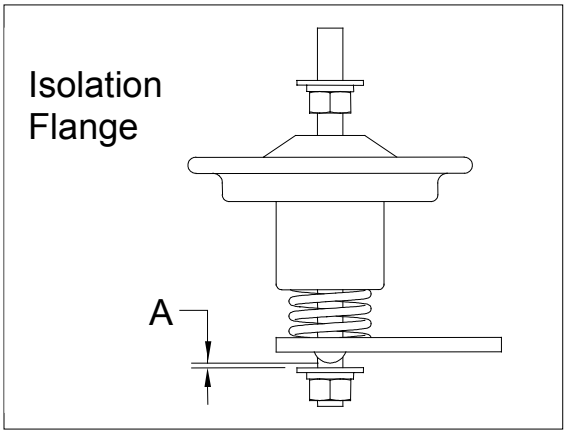

**Figure 13 - Gap Measurement**
To determine electrode wear, measure the distance between the lever and washer in the closed (ON) state, as shown in Figure 13. This dimension is called the “wipe”. If the 1.0mm contact wear gauge cannot be inserted, then the end of the service life has been reached. The maximum number of open/close operations is 500,000 regardless of the magnitudes of the currents interrupted. Contact Toshiba for information regarding replacement of the vacuum interrupters.